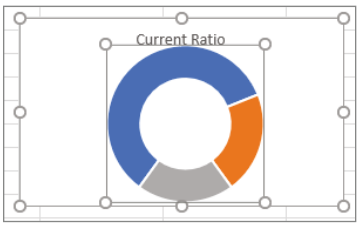

Figure 2.54: Resize the plot area to fill More of the chart area.
4. From the Ribbon, choose Chart Tools ➪ Format and select Plot Area from the Chart Element drop-down to show the sizing handles of the plot area. Resize the plot area to fill more of the chart as shown in Figure 2.54.